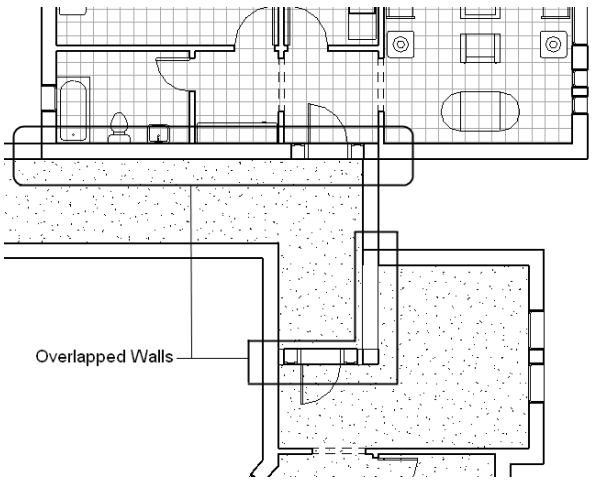
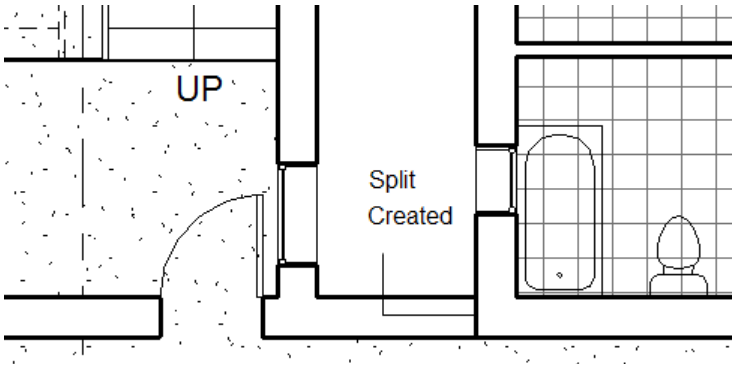

Figure 16-75 *The overlapping walls*
Figure 16-76 *The split created to separate the walls*
16. Choose the **Modify** button from the **Select** panel and zoom into the area that shows the overlapping walls, refer to Figure 16-75. Next, select the wall of the *Elevator and Stair Lobby* project that overlaps with the wall of the *Apartment 1* project and use the drag control to stretch the walls to their intersection. Similarly, select the other wall of the *Elevator and Stair Lobby* project that intersects with the wall of *Apartment 2* project and use the drag control to stretch it to the intersection point. Use the **Split Element** tool to create a split in the wall that is common to the *Elevator and Stair Lobby* project and the *Apartment 1* project, as shown in Figure 16-76.
17. Next, select the overlapping wall of the *Elevator and Stair Lobby* project near the entrance of the *Apartment 2* project, refer to Figure 16-75 and choose the **Delete** tool from the **Modify** panel of the **Modify | Walls** tab; the selected walls are deleted.